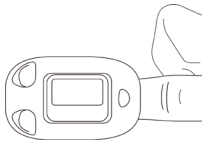

Figura 5 Coloque o dedo na posição
- O dedo deve ser colocado corretamente (veja a figura 5 em anexo), uma vez que uma montagem inapropriada ou uma posição de contacto inapropriada do sensor influenciará a medição.
2) Abra o clipe como mostrado na Figura 5.